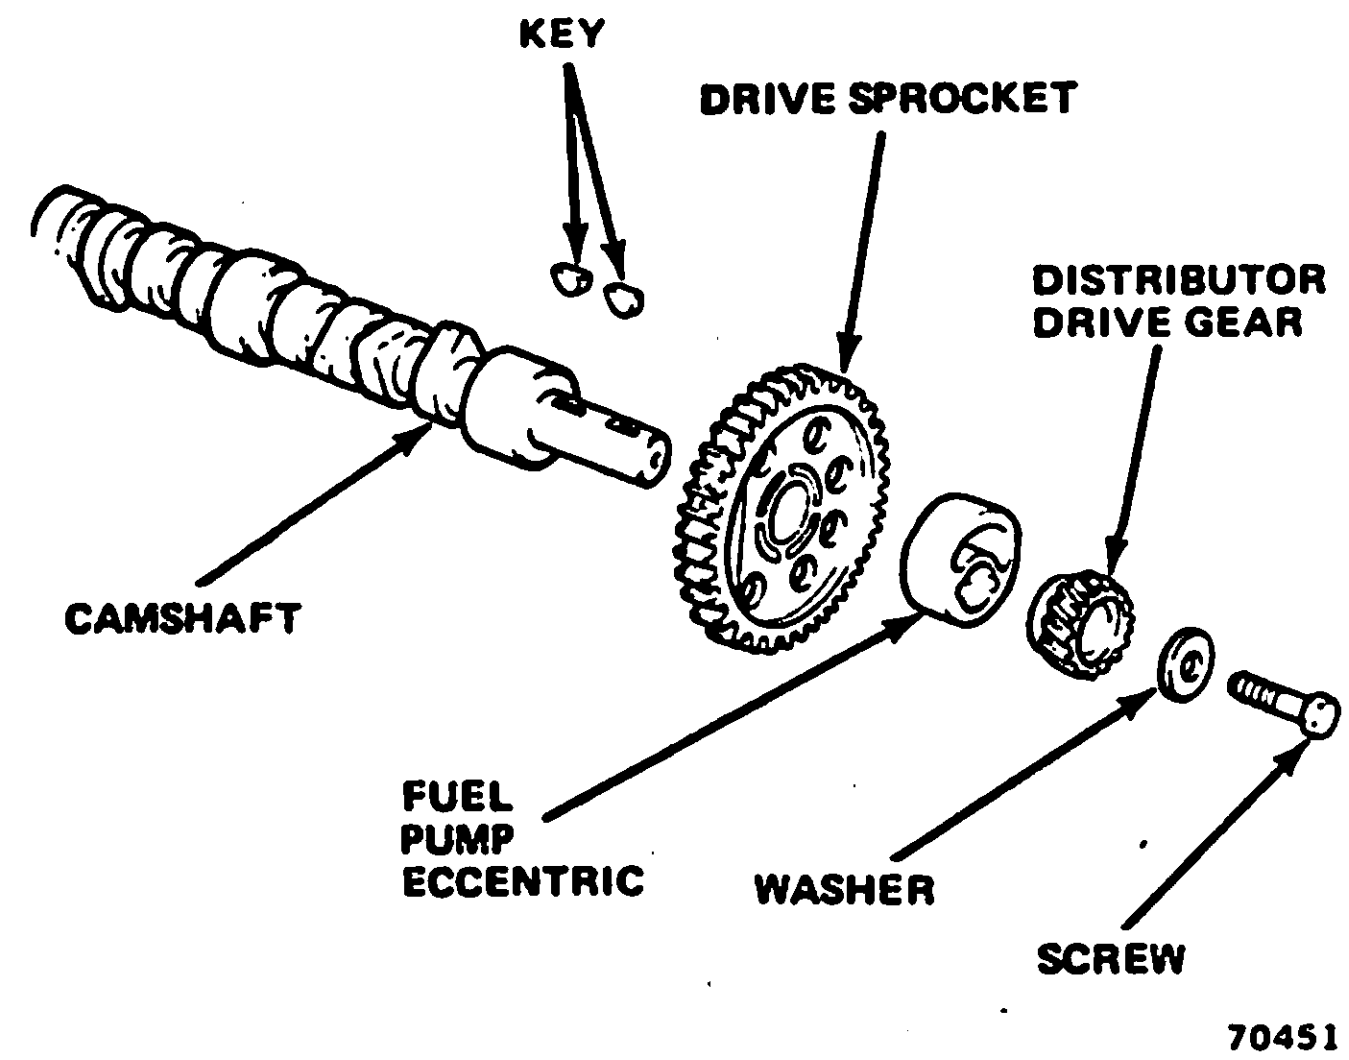

Fig. 1B-112 Camshaft Assembly
(7) Remove intake manifold assembly.
(8) Remove tappets.
(9) Remove drive belts.
(10) Remove fan and hub assembly.
(11) Remove distributor.
(12) Remove damper pulley and vibration damper.
(13) Remove timing case cover.
(14) Install vibration damper screw with two or more flat washers to provide means of rotating crankshaft.
(15) Rotate crankshaft until timing mark on crankshaft sprocket is closest to and on centerline with timing mark on camshaft sprocket.
(16) Remove retaining screw from camshaft. Remove retaining screw from crankshaft.
(17) Remove distributor drive gear and fuel pump eccentric from the camshaft (fig. 1B-112).
(18) Remove crankshaft sprocket, camshaft sprocket and timing chain as assembly.
(19) Remove hood latch support bracket, front bumper or grille as required and remove camshaft.